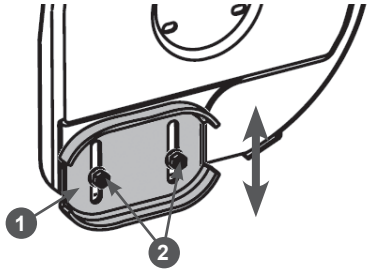

**Рис. 29 Регулировка высоты забора снега**
2. Открутите гайки 2 крепления полозка 1 на 1-2 оборота и установите полозок на необходимую высоту (Рис. 29). Снова затяните гайки.